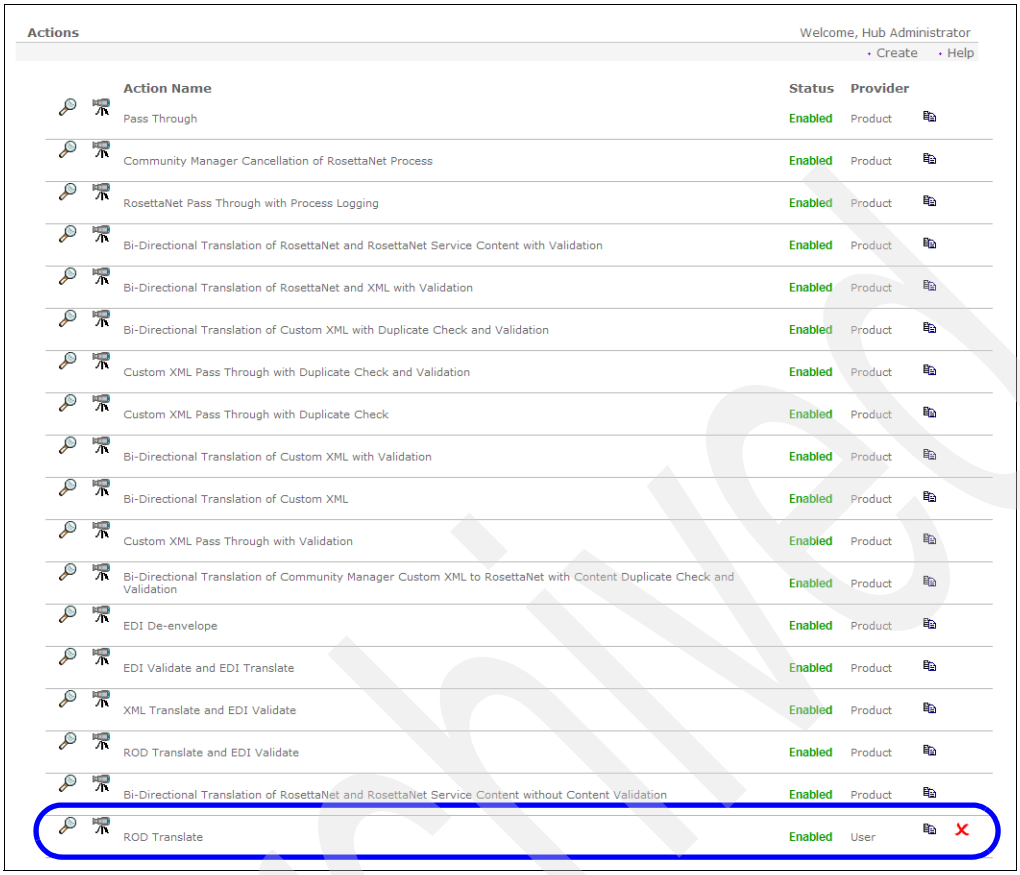

Figure 15-75 List of actions
8. Click **List** to view the new Action listed, as in Figure 15-75 on page 531.